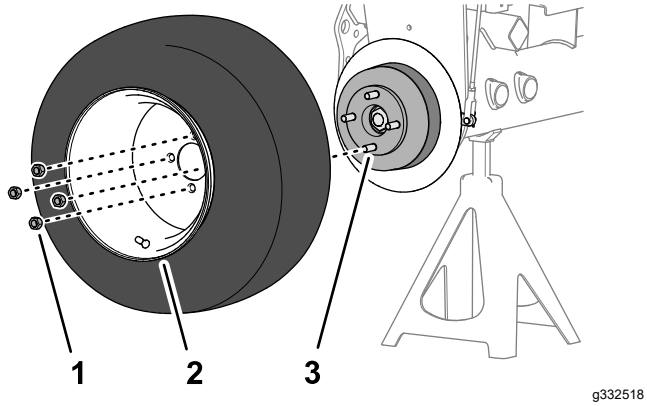

Figur 74
1. Monter hjulet på navet med de 4 hjullåsemøtrikker (Figur 74), og tilspænd hjullåsemøtrikkerne med håndkraft.